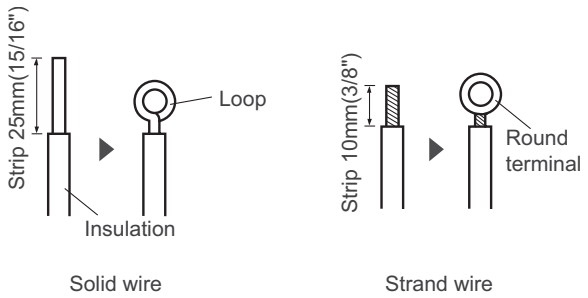

**Fig. 25 —End of the Wire**
1. Treat the end of the wire as shown in Fig. 25.